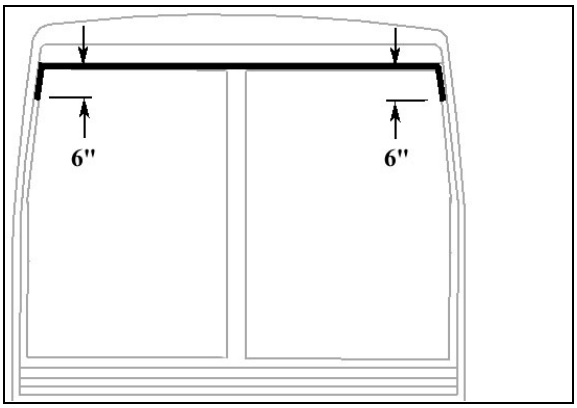

FIGURE 94: APPLICATION 0F SIKA 221 BLACK
- Apply Sika 221 black (Figure 94) between fiberglass and rubber extrusion